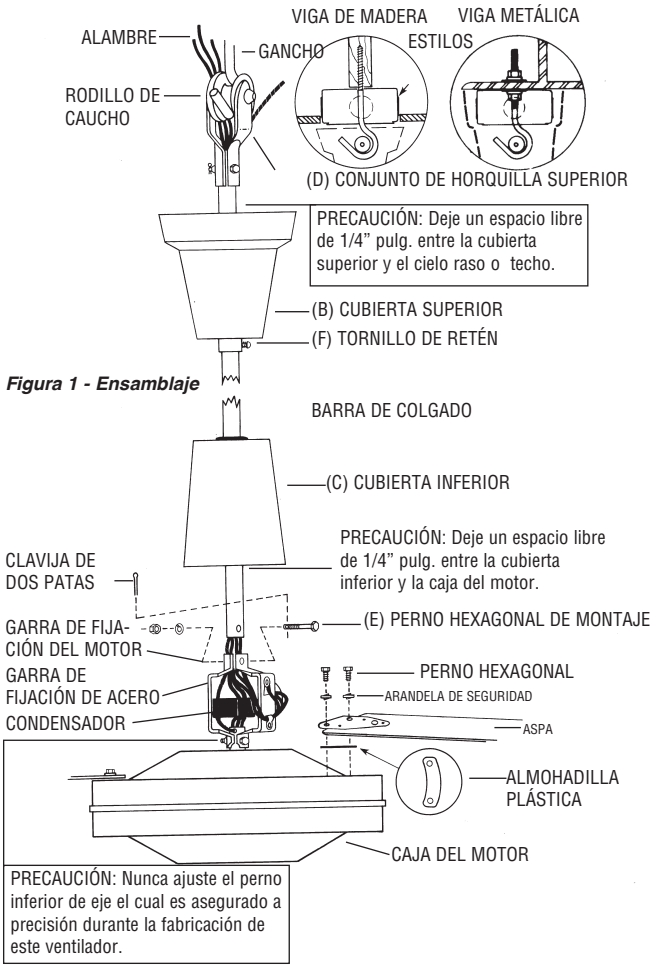

Figura 1 - Ensamblaje
2. En la garra de fijación (A) del motor, retire la clavija de dos patas y afloje la tuerca hexagonal. Retire cuidadosamente la arandela resortada y el tornillo hexagonal (E). ***(Véase la Figura 1)***
3. Deslice la cubierta superior (B) (en forma de campana) hacia arriba por la barra. Deslice la cubierta inferior (C) hacia arriba por la barra.
4. Inserte los 5 cables eléctricos y el cable de seguridad a través del orificio central en la garra de fijación de acero sobre el motor (A) y luego continúe insertando los cables eléctricos y el cable de seguridad a través de la barra de colgado hasta que los cables eléctricos y el cable salgan en el extremo superior (horquilla).
PRECAUCIÓN: Las aspas deben sujetarse al motor según se muestra en la Figura 1. NO invierta las aspas durante la instalación.